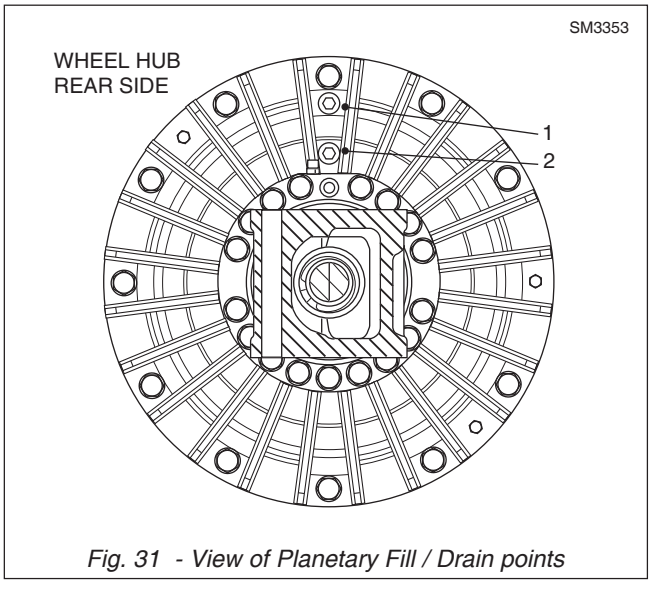

Fig. 31 - View of Planetary Fill / Drain points
Numbers in parentheses refer to Fig. 31 & 32 unless otherwise stated.
2. Turn wheel hubs back by 90 deg. then remove oil fill plug (2). Rest oil Drain plugs (1, Fig. 31 & 32) on back side of planetary. Fill system with oil specified in Section 300-0020, Lubrication System, to the bottom edge of the thread of plug (1, Fig. 31 & 32). Torque plugs (1 & 2) to a value of 45 Nm (33 lbf ft).
Brake wear should be measured with the brake applied. Measurement is made by removing plug (1, Fig 31) and inserting depth gauge through. Replace and torque plug when measurement is completed.